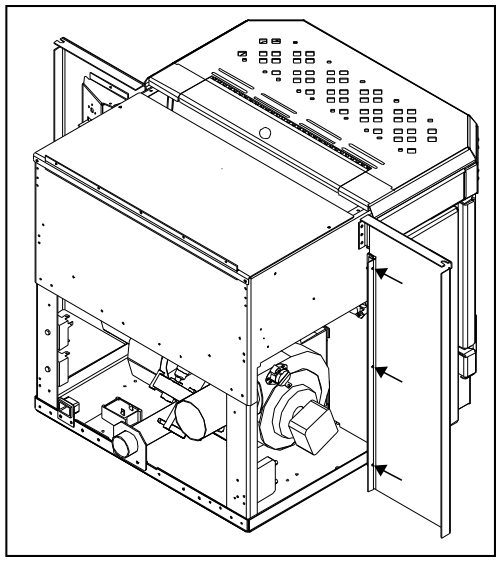

**Figure 35: Panel placed on unit.**
3. Using three (3) T-20 screws on each side attach the hinges on the side surround panels to the unit's side panels (refer to Figure 35).